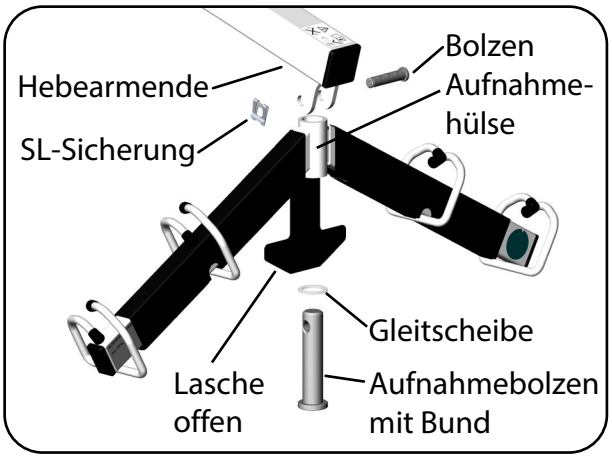

Abb. 6.2.06 - Montage Transportbügel
12. Stecken Sie den Aufnahmebolzen mit Bund zusammen mit der Gleitscheibe von unten durch die Aufnahmehülse des Transportbügels (Abb. 6.2.06). Die Gleitscheibe liegt dabei auf dem Bund des Aufnahmebolzens.